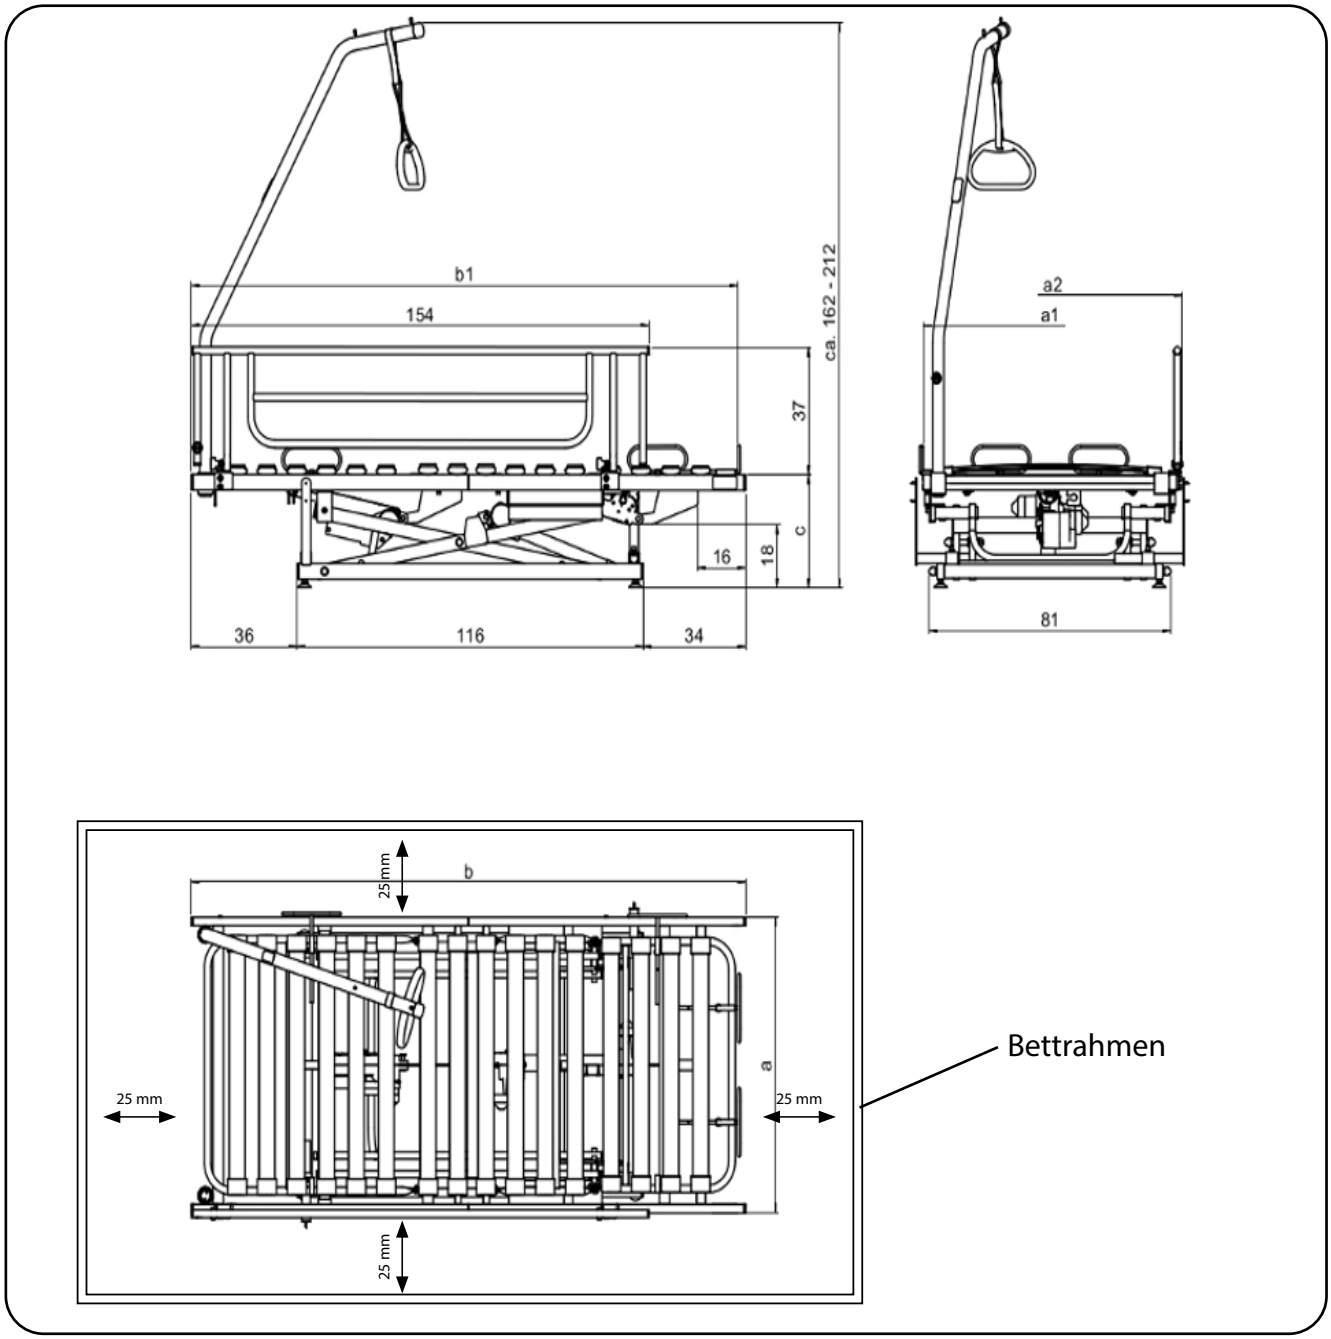

Abb. 6.1.01 - Maßskizze zur Montage in einen vorhandenen Bettkasten (in cm)
Überprüfen Sie vor der Montage anhand der Maßskizze (Abb. 6.1.01), dass das Produkt in Ihren Bettrahmen passt. Beachten Sie den geforderten umlaufenden Sicherheitsabstand von 25 mm!
1. Prüfen Sie die richtige Position des Hebepflegerahmens im Bettrahmen anhand der Maßskizze (Abb. 6.1.01/6.1.02).